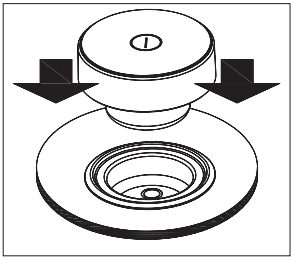

Abb. 3
1 Den Knebel (2) in sein Arbeitsgehäuse einsetzen (siehe Abbildung 3).